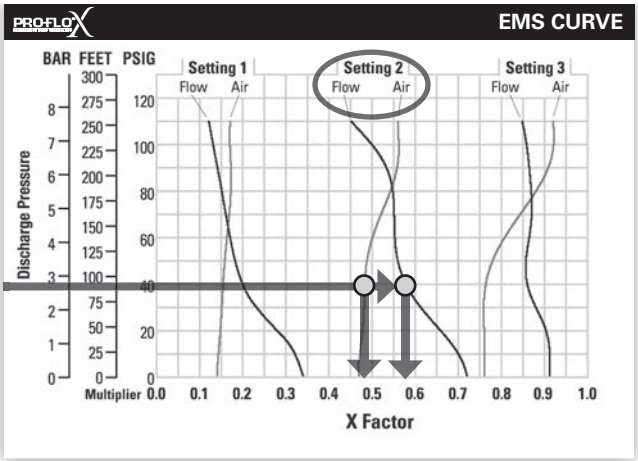

Figure 2
Step 2: ***Determining flow and air X Factors.*** Locate your discharge pressure (40 psig) on the vertical axis of the EMS curve (Figure 2). Follow along the 2.8 bar (40 psig) horizontal line until intersecting both flow and air curves for your desired EMS setting (in this case, setting 2). Mark the points where the EMS curves intersect the horizontal discharge pressure line. After locating your EMS points on the EMS curve, draw vertical lines downward until reaching the bottom scale on the chart. This identifies the flow X Factor (in this case, 0.58) and air X Factor (in this case, 0.48).